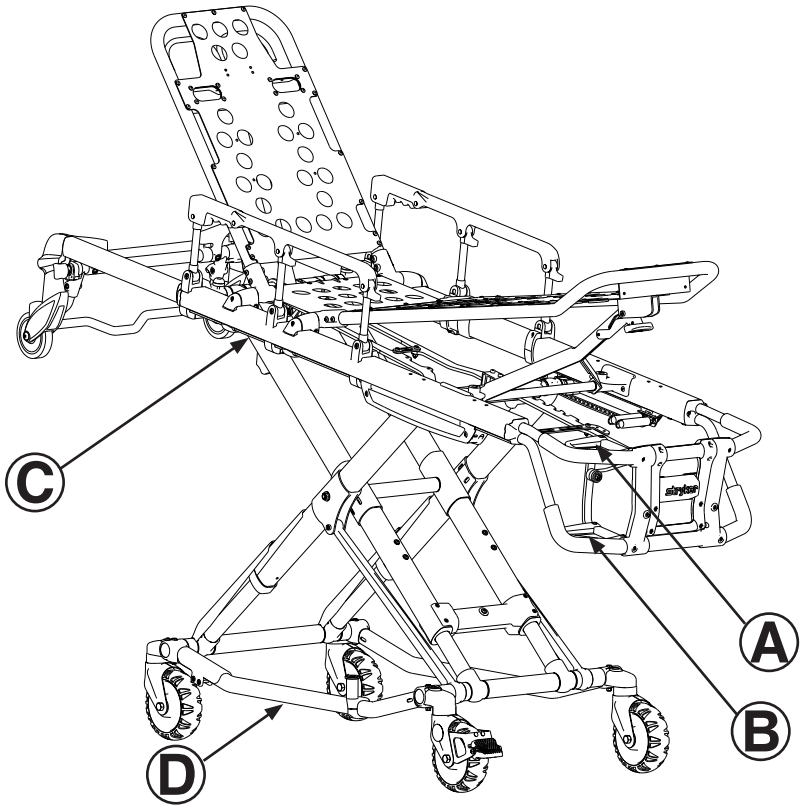

Figur 13
1. Användaren vid bårvagnens fotände klämmer ihop frigöringshandtagen (A eller B) med ett stadigt grepp på lyftstängerna (se Figur 13).
2. Användaren till höger eller vänster om patienten (beroende på placeringen av frigöringshandtaget) hittar frigöringshandtaget i mitten av sängbotten (C). Båda användarna måste lyfta bårvagnen tills vikten lämnat låsmekanismen (cirka 6,35 mm) (se Figur 13).
4. **Användare 1** – Ta tag i bårvagnsramen i fotänden. Lyft bårvagnens fotände tills vikten inte ligger mot låsmekanismen. Tryck och håll in frigöringshandtaget (A eller B i Figur 13 på sidan 8-26).